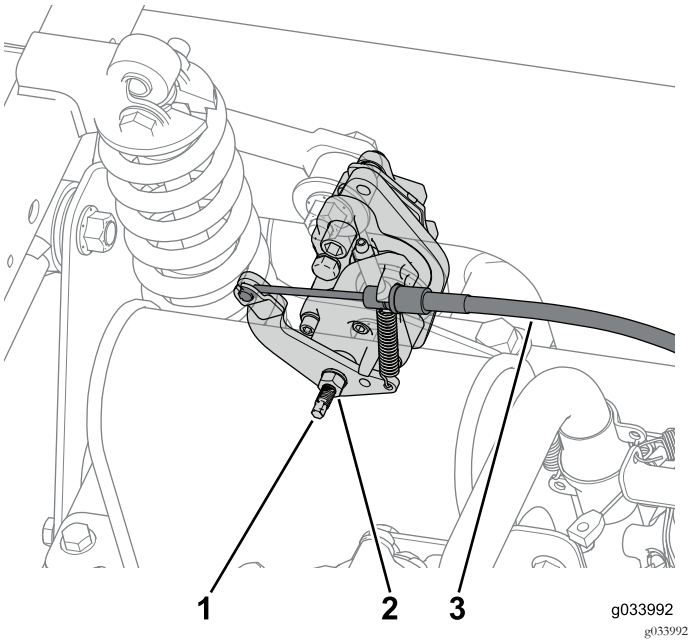

Figura 8
1. Desaperte a porca de retenção e depois rode o parafuso de ajuste duas voltas no sentido contrário ao dos ponteiros do relógio em ambas as pinças dos travões (Figura 8).
2. Desligue o cabo do travão de mão ligado a cada pinça do travão (Figura 8).